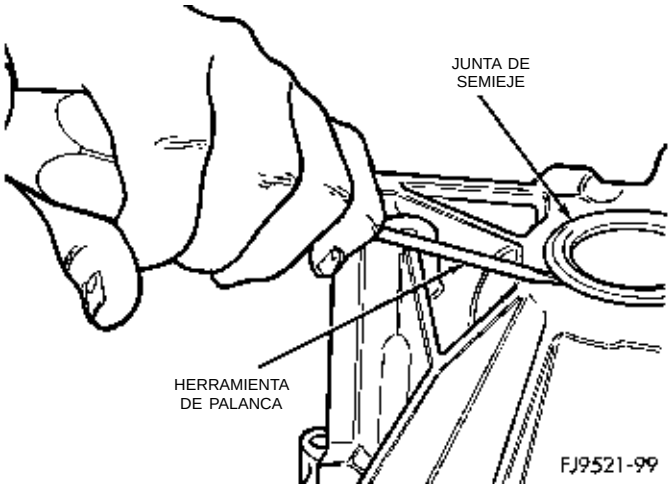

Fig. 121 Desmontaje de la junta de semieje
(1) Inserte una herramienta de palanca de hoja plana en el borde exterior de la junta de semieje (Fig. 121).
(2) Golpee ligeramente la herramienta de palanca con un martillo pequeño y retire la junta de semieje.